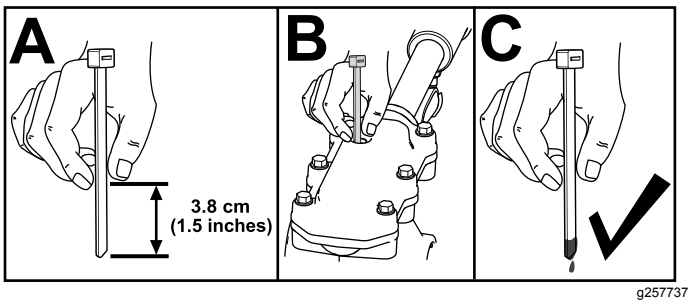

**Figur 39**
3. Kontroller oliestanden ved hjælp af en passende måleanordning, såsom et rent kabelbånd. Olien bør være ca. 3,8 cm under påfyldningsåbningen (Figur 39).